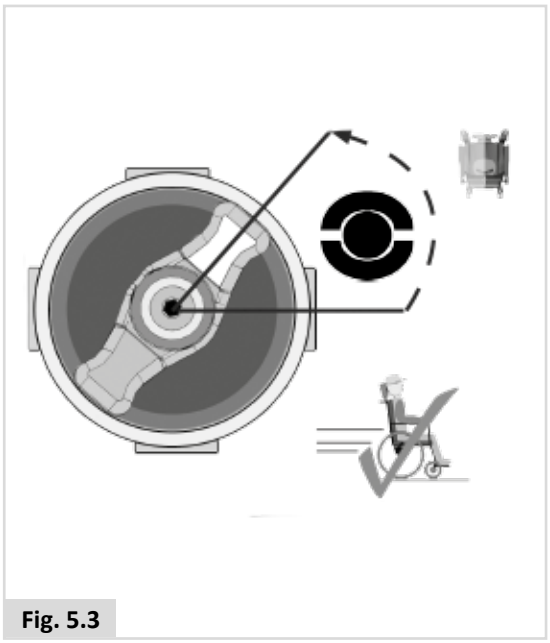

Fig. 5.3
1. Zum Fahren des Rollstuhls. (Fig. 5.3).